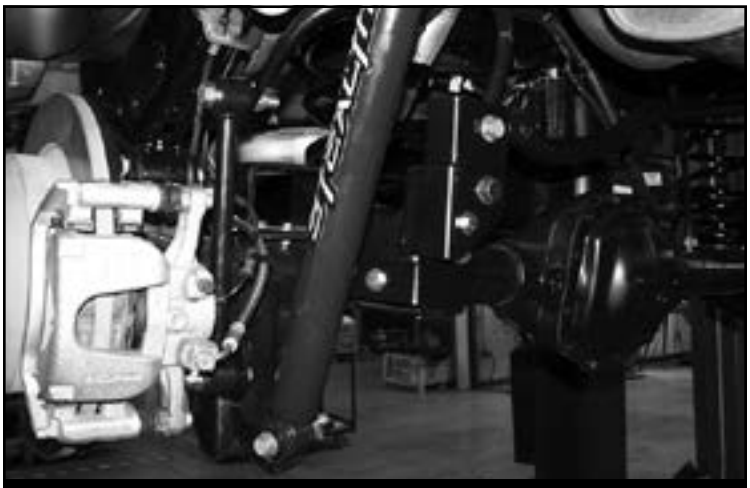

FIGURE 44 - STEP 39
39. Install FTS6355 (Stealth), FTS811432 (Dirt Logic) or FTS801432 (Dirt Logic Resi) shocks using the factory hardware. Torque to 100 ft-lbs. **SEE FIGURE 44**